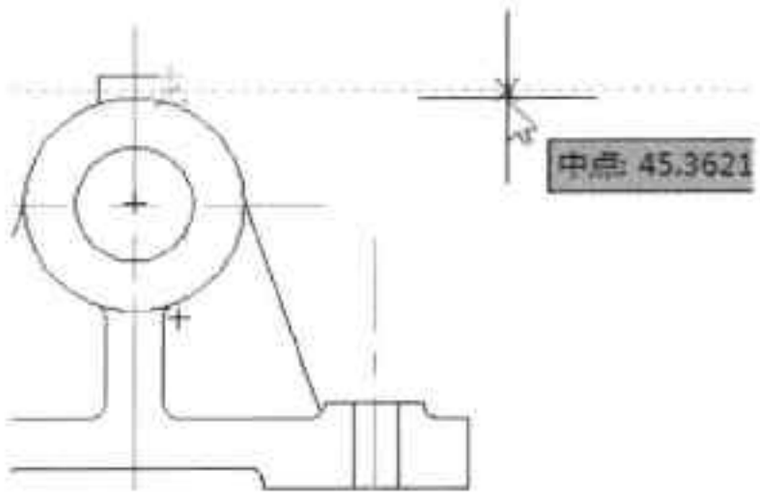

图21-80 绘制辅助线
Step 01 启动“极轴追踪”和“对象捕捉追踪”模式。执行“直线”命令，根据正立面图来绘制侧立面辅助线，如图 21-80 所示。